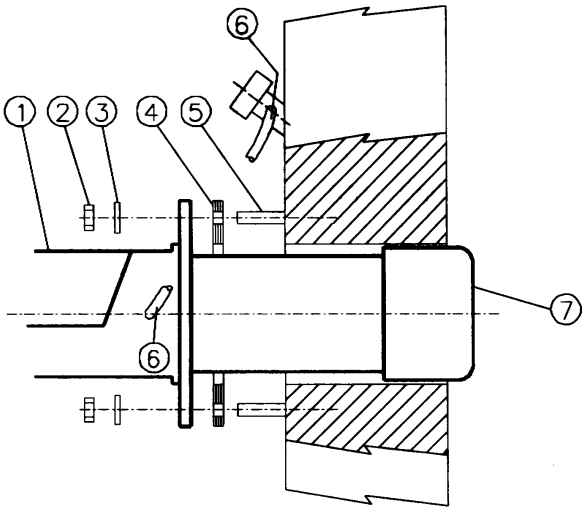

Рис. 16
4). закрепить ее с помощью гаек к крепежным винтам котла, согласно схеме на Рис. 16.